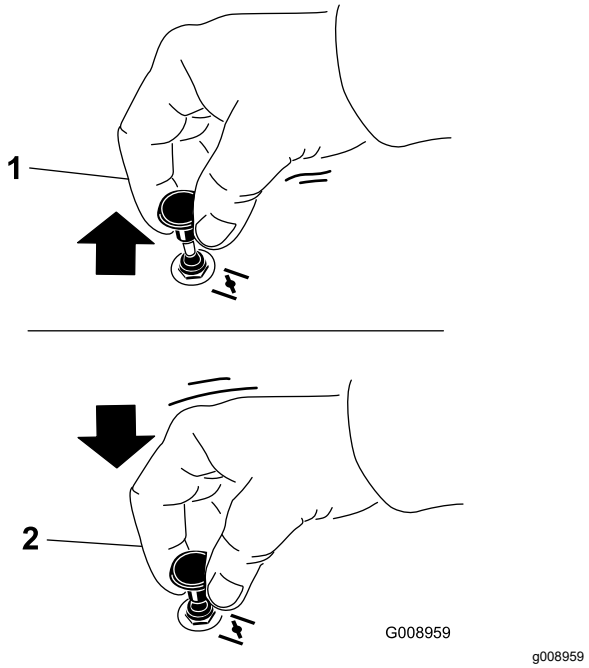

Figur 22
1. Dra opp chokeknappen for å koble til choken før du bruker tenningsbryteren (Figur 22).
2. Dra ned chokeknotten for å koble choken fra når motoren har startet (Figur 22).